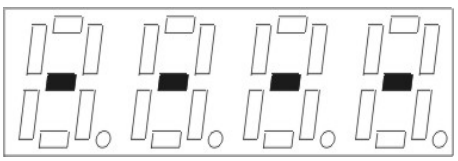

Рисунок 12
– Включить прибор. На экране появятся горизонтальные штрихи (рисунок 12).